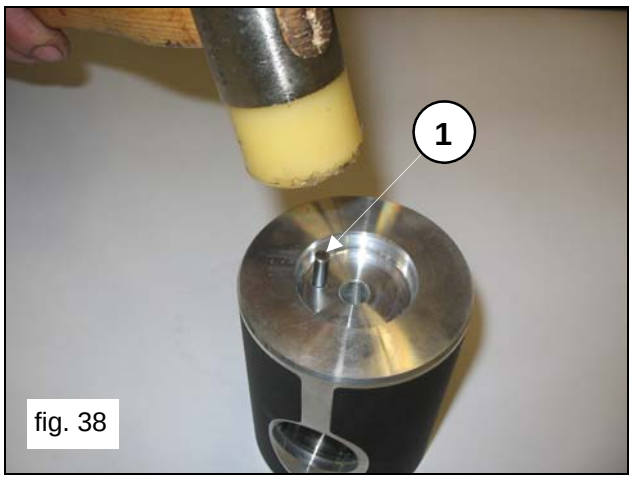
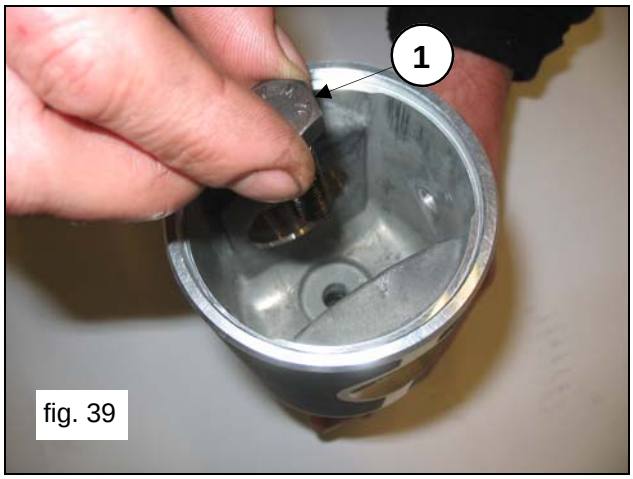

fig. 38
fig. 39
Insert the Ø5 pin in the apposite hole on the piston guide (pos.①, fig.38) and connect the rod to the piston guide using M10x35 screws (pos.①, fig.39).